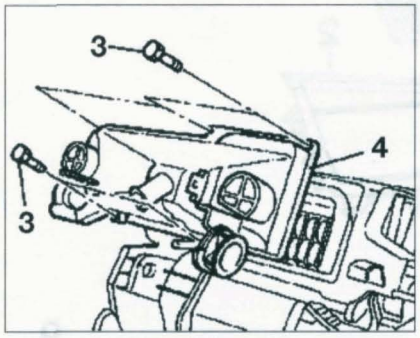

FIGURE 10-20
• Déposer les fixations (3) du couvercle (4), puis le déposer **(figure 10-20)**.